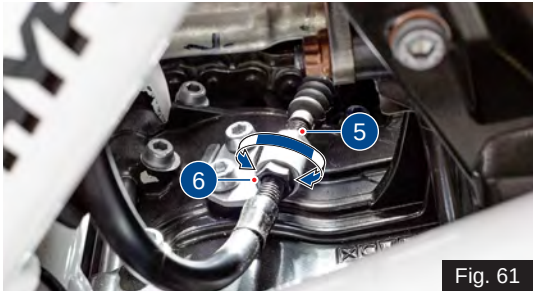

Fig. 61
- Lock the lock nut (3) again.
- Re-fix the dust cover (2) and cable clamp (1).
- Loosen the lock nut (5) at the bottom end of the clutch cable **(ref. Fig. 61)**.
- Turn the adjuster in (6) 'in' or 'out' until the specified play is obtained and then tighten the lock nut and check the adjustment once again **(ref. Fig. 61)**.